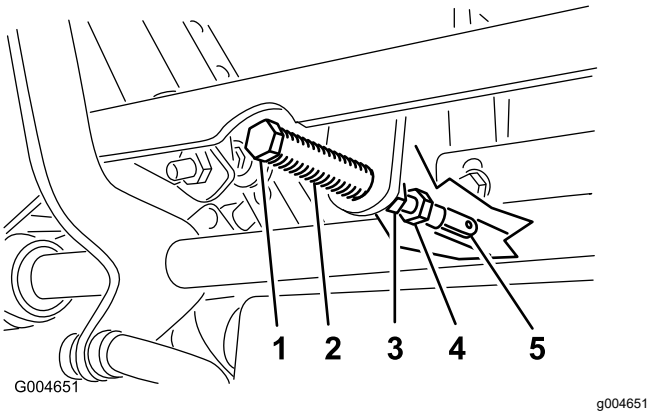

Figur 50
5. Træk håndtaget tilbage, indtil gaffelbolten (på en arm over drejeakslen) berører enden af åbningen (begynder netop at lægge tryk på fjederen) som vist i Figur 50.
7. Hvis justering er nødvendig, skal møtrikken og kontramøtrikken løsnes mod gaflen (Figur 50).
8. Foretag et let, bagudgående tryk mod bevægelseshåndtaget, drej hovedet på justeringsbolten i den relevante retning, indtil håndtaget sidder i midten i den NEUTRALE LÅSEPOSITION (Figur 50).
9. Spænd møtrikken og kontramøtrikken (Figur 50).
10. Stram kontramøtrikkerne ved kugleleddene (Figur 50).